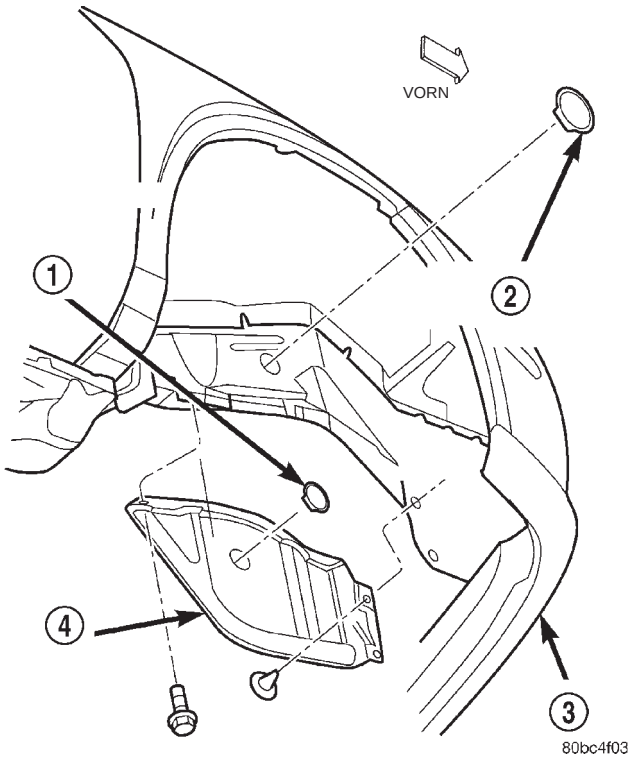

Abb. 20 Schraubendeckel der Schraube der Motoraufhängung
(1) Obere und untere Torsionsstrebe ausbauen. Näheres hierzu siehe Hinweise in diesem Abschnitt.
(2) Antriebsriemen für Servopumpe/Klimaanlage abnehmen. Näheres hierzu siehe Ausführungen zu den Antriebsriemen für Zusatzaggregate in Kapitel 7, “Kühlsystem”.
(3) Motor mit einem geeigneten Wagenheber abstützen.
(4) Schraubendeckel der Durchgangsschraube der Motoraufhängung entfernen (Abb. 20).
(3) Schraubendeckel der Aufhängungsschraube einbauen (Abb. 20).
(4) Abstützung unter dem Motor entfernen.
(5) Antriebsriemen von Servopumpe/Klimaanlage auflegen. Näheres hierzu siehe Ausführungen zu den